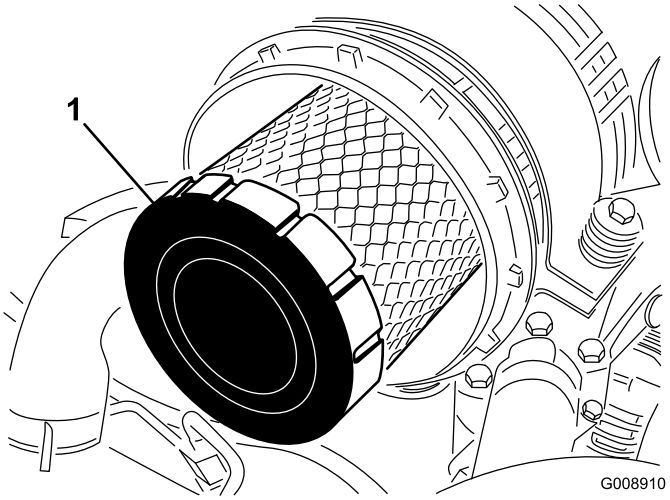

Figuur 44
4. Verwijder en vervang het voorfilter (Figuur 44).